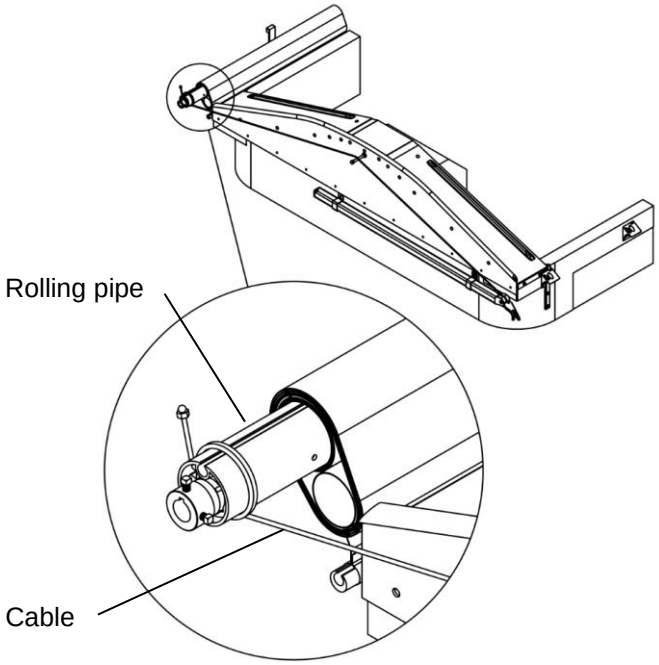

Figure 4
8. **Figure 4.** Slide the cable under the roll pipe and roll the cable around the pipe.